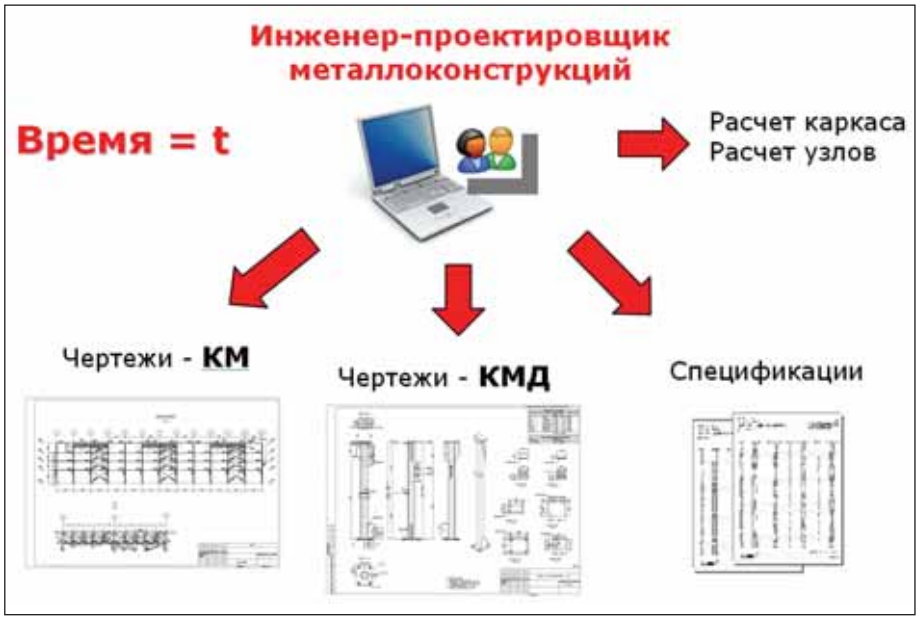

Рис. 1
- расчету металлокаркаса и/или узловых соединений. (рис. 1)